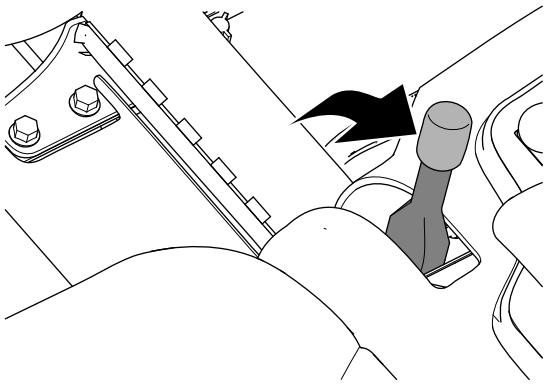

Figuur 30
2. Stel de parkeerrem in werking (Figuur 30).